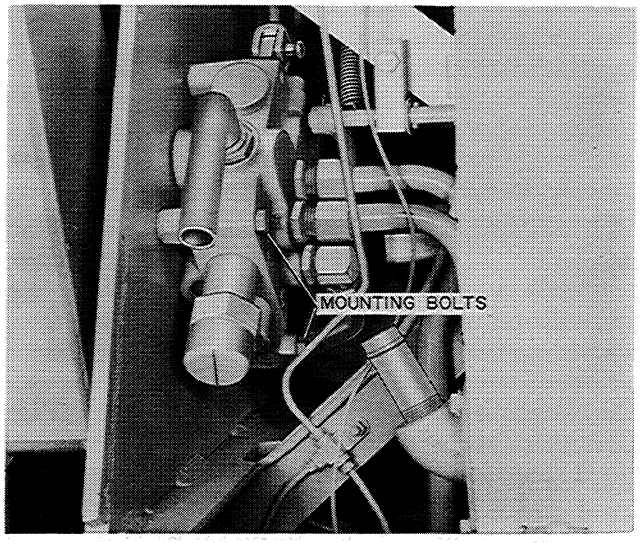

Figure D-6
4. Remove the 1/2" x 4-1/2" mounting bolts that hold the valve in place, Figure D-6. The control valve now can be lowered down and out of the loader chassi.